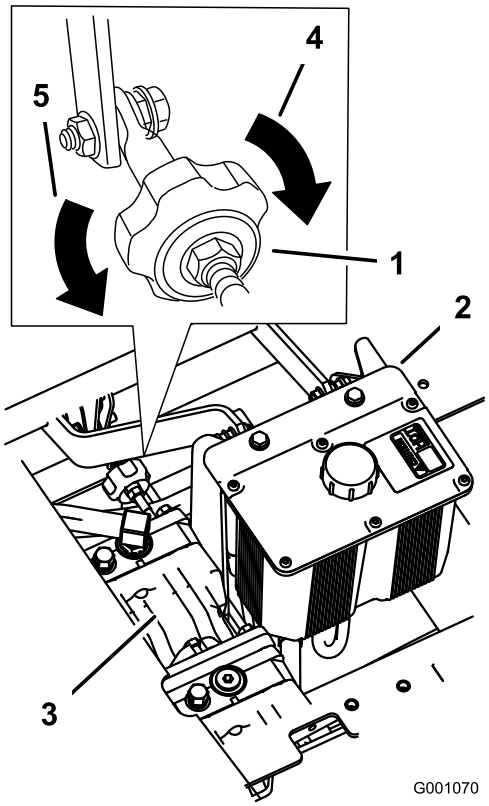

**Figur 81**
2. Ställ in pumpstavslängden genom att vrida ratten i lämplig riktning tills hjulet står stilla eller långsamt kryper bakåt (Figur 81).